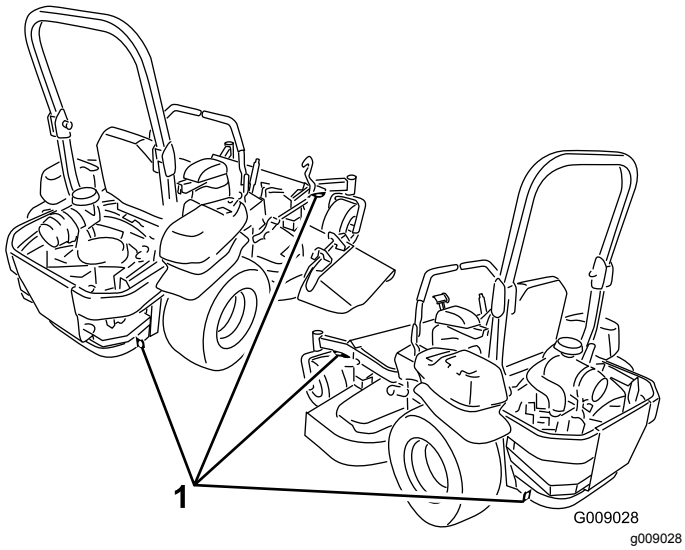

Figur 29
5. Bruk metallfestene på maskinen for å feste den sikkert til tilhengeren eller lastebilen med stropper, kjettinger, vaier eller tau (Figur 29).